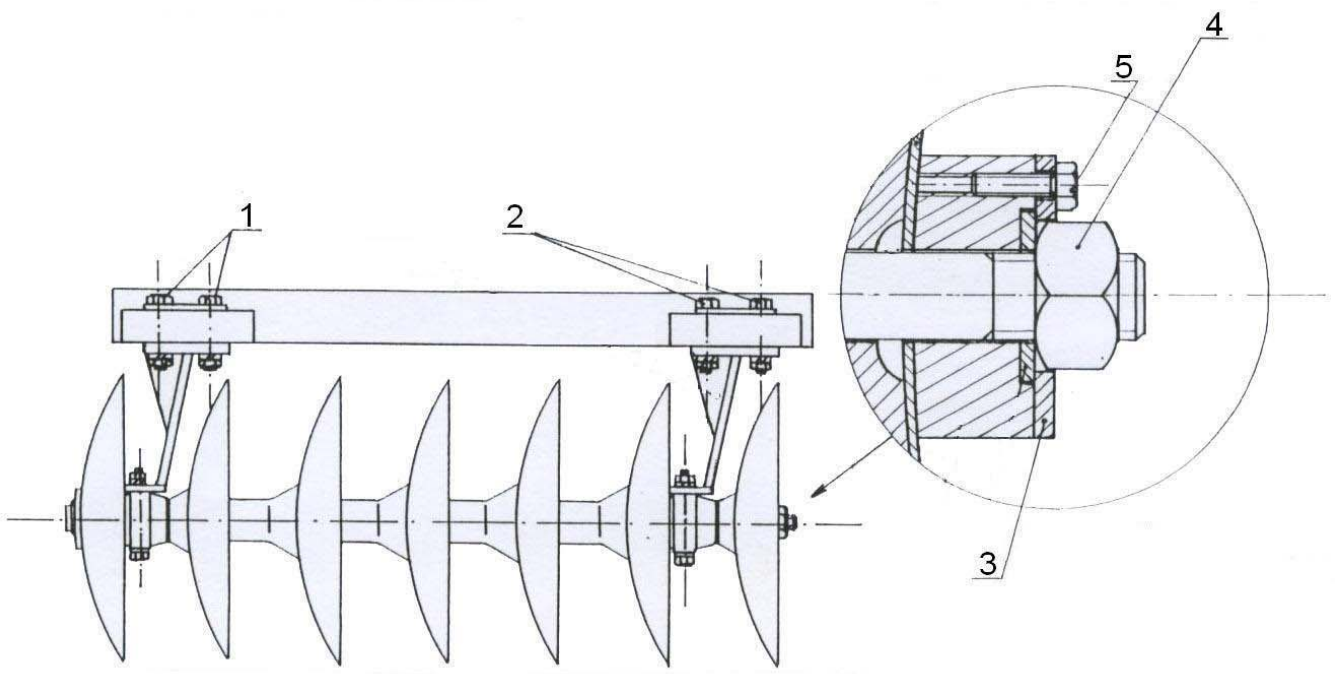

Fig.2
5.4. *ПРОТЯЖКА БАТАРЕЙ ДИСКОВ (РИС.2)*
Смонтировать наружные рамы (рис. 2 и 3) на главную раму (рис.1)